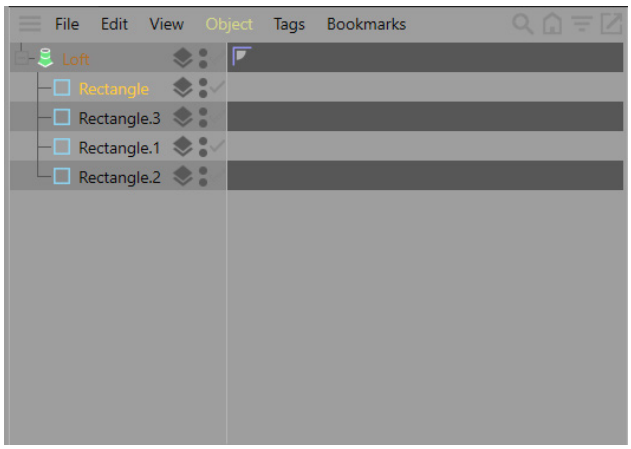
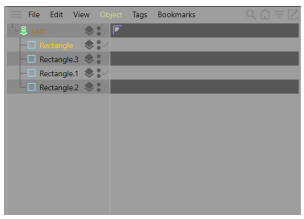

Figure 2-41 *Rectangle, Rectangle.1, and Rectangle.3 connected to Loft*
Figure 2-42 *All rectangles lofted in the Perspective viewport*
16. Connect *Rectangle.1*, *Rectangle.3*, and *Rectangle* to *Loft* in the Object Manager in the order as shown in Figure 2-41; a lofted surface resembling the shape of a hand bag is created in the Perspective viewport, as shown in Figure 2-42.